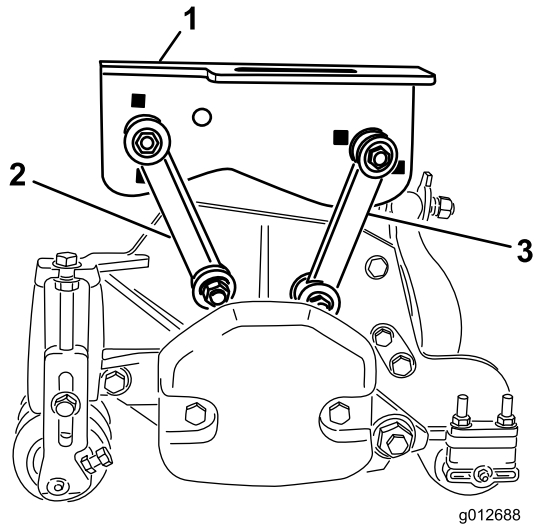

**Figur 17**
- Fastgør de forreste monteringsled til bærerammens midterste huller med en bolt (3/8 x 2-1/4 tomme), 2 flade spændeskiver og en låsemøtrik som vist i Figur 17. Placer en spændeskive på hver side af leddet, når det monteres. Tilspænd fastgørelsesanordningerne til 42 N·m.
- Fastgør de bageste monteringsled til bærerammens midterste huller med en bolt (3/8 x 2-1/4 tomme), 2 flade spændeskiver og en låsemøtrik som vist i Figur 17. Placer en spændeskive på hver side af leddet, når det monteres. Tilspænd fastgørelsesanordningerne til 42 N·m.